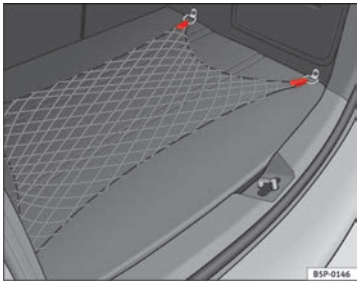

Fig. 108 Luggage compartment net
– Use the fastening rings located on the side of the luggage compartment to attach the storage net ⇒ fig. 108.